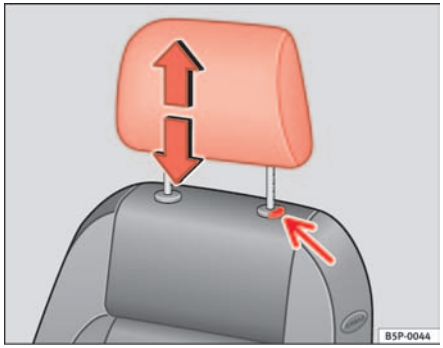

Fig. 70 Adjusting and removing the head restraints
– Press the button ⇒ fig. 70 (arrow).